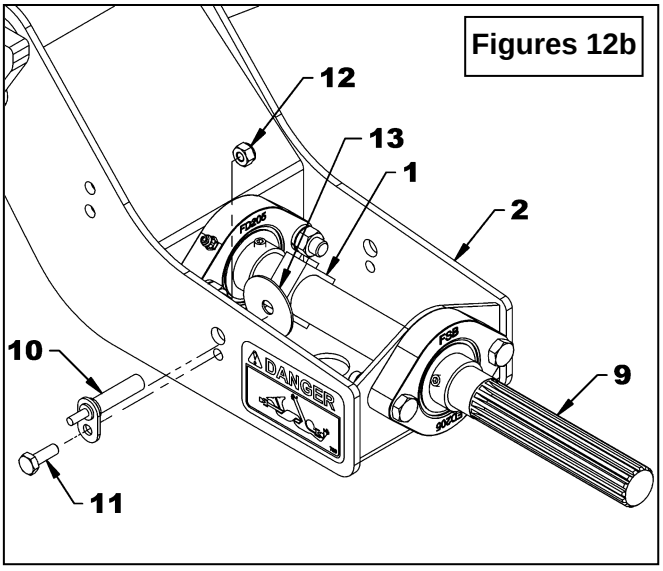
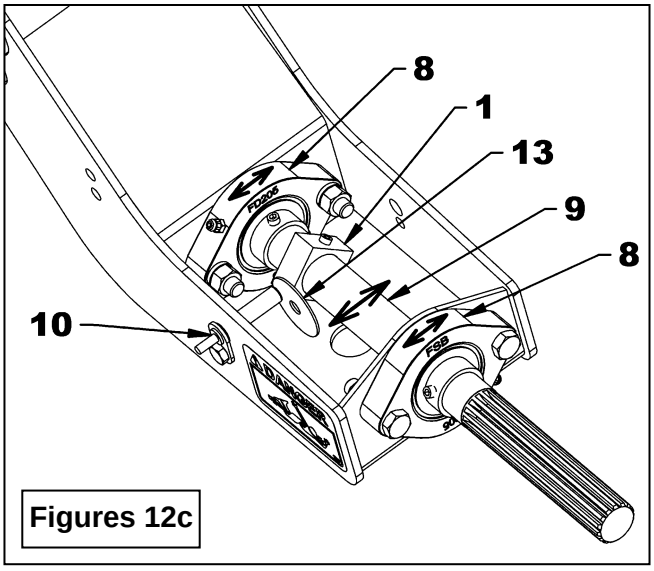

Figures 12b
Figures 12c
7. **Figures 12b:** Secure the rotation sensor **not included** (item 10) to the subframe (item 2) with the 1/4"NC x 3/4" lg hex bolt (item 11) and the 1/4"NC nylon insert lock nut (item 12).
9. **Figure 12b and 12c:** Place the ø1 1/2" flat washer (item 13) between the rotation sensor (item 10) and one edge of the square bar (item 1). Turn the output shaft (item 9) and adjust it by moving it sideways (see figure 12c) so that the space between the square bar (item 1) and the rotation sensor (item 10) is at a distance corresponding to the thickness of the ø1 1/2" flat washer (item 13). **IMPORTANT: Make sure there is no contact between the rotation sensor (item 10) and the square bar (item 1).**